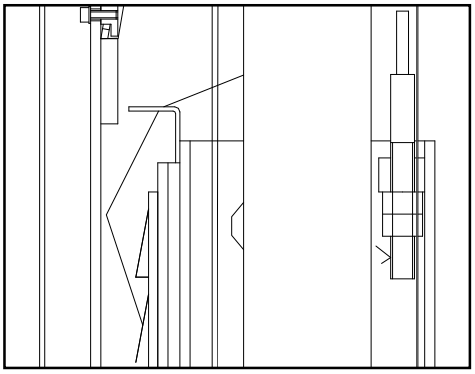

Fig. 14
• Maintenir les deux câbles équilibrés pendant la montée et la descente (fig. 14).